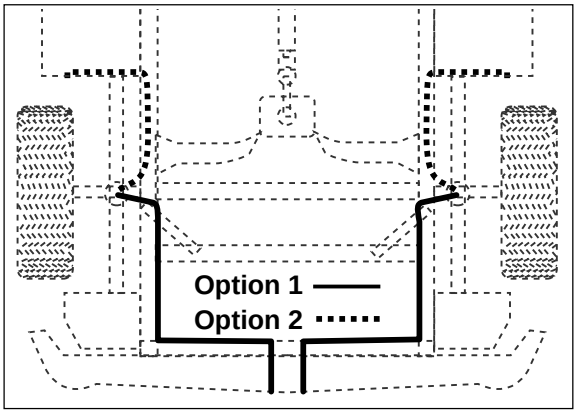

Figure 8
a. Select a location for the inflation valves in the rocker panel flange, or rear bumper, insuring that each valve will be protected and accessible with an air hose (Figure 8).